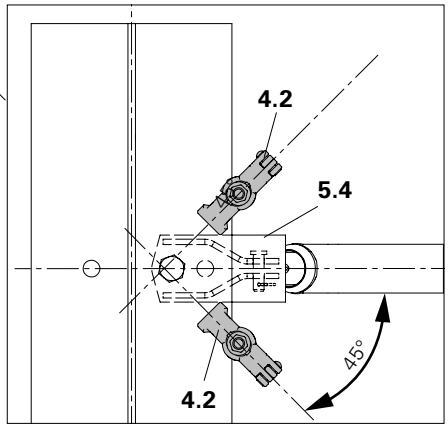

Fig. B2.01b
8. Fix an additional Main Beam Clamp (4.2) to the right and left of the Connecting Plate AV (5.4). (Fig. B2.01b)